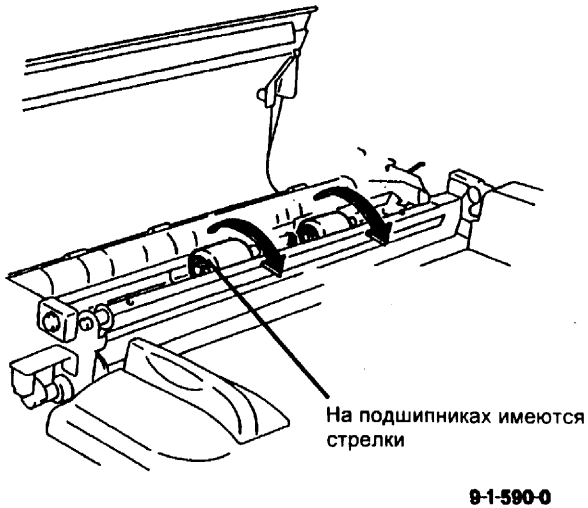

Рис. 3 Ориентация компонентов
2. (Рис. 3) Убедитесь, что ролики торможения установлены правильно.
ПРИМЕЧАНИЕ: (Рис. 3) Стрелки показывают ориентацию роликов торможения, а не направление их свободного вращения.